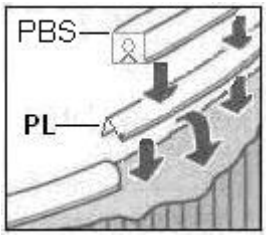

fig. 26
e) Retire las pinzas mientras instala el perfil de plástico (PL) por todo el perímetro de la piscina (fig. 25) corte el sobrante del perfil (PL), (tenga cuidado en no dañar el liner al cortar), a continuación coloque el perfil blanco superior (PBS), encima del perfil de plástico (PL), (fig. 26),